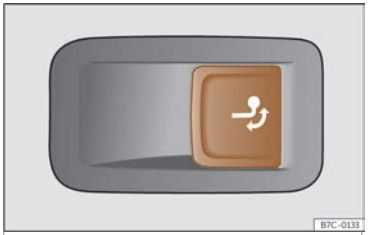

Fig. 191 No lado dereito do maleteiro:tecla para desbloquear o gancho de remolque.
- Puxe da tecla››› fig. 191 brevemente. O gancho de remolque desbloquéase electricamente e xírase automaticamente cara a fóra. O indicador de control da tecla escintila.
- Puxe da tecla››› fig. 191 brevemente. O gancho de remolque desbloquéase electricamente.
- Se o indicador de control da tecla ››› fig. 191 *escintila*, significa que o gancho de remolque aínda non encastou correctamente ou que está danado ››› ⚠.
- Se o indicador de control››› fig. 191 *permanece acendido* co portón traseiro aberto, o gancho de remolque está correctamente encastado tanto cando está extraído como cando está escamoteado.
- **Non prema nunca a tecla››› fig. 191 cando haxa un remolque enganchado ou vaia montado un portaequipaxes ou outros accesorios sobre o gancho de remolque.**